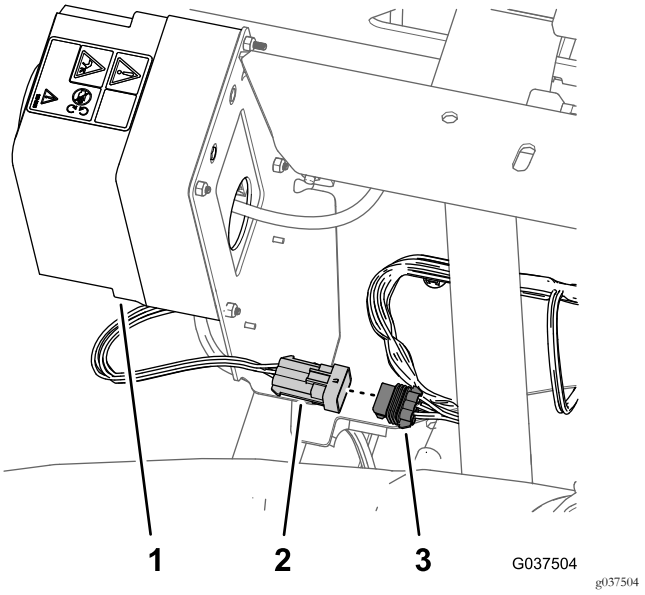

Figura 5
1. En la parte trasera del depósito de fumigación, localice el arnés de cables del Kit de pistola de fumigación o el Kit de carrete de manguera eléctrico (Figura 5).
2. Desconecte el conector de 6 pines del arnés del Kit de pistola de fumigación o del Kit de carrete de manguera eléctrico del conector hembra de 6 vías del arnés de cables trasero (Figura 5).